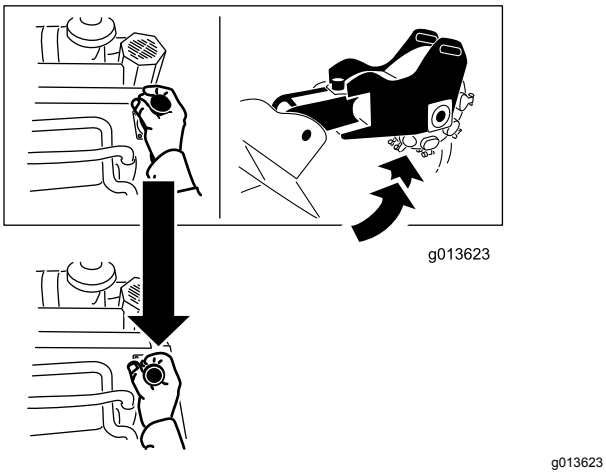

Figuur 12
- Om het maaidek op te heffen, trekt u de hendel naar achteren (Figuur 12).